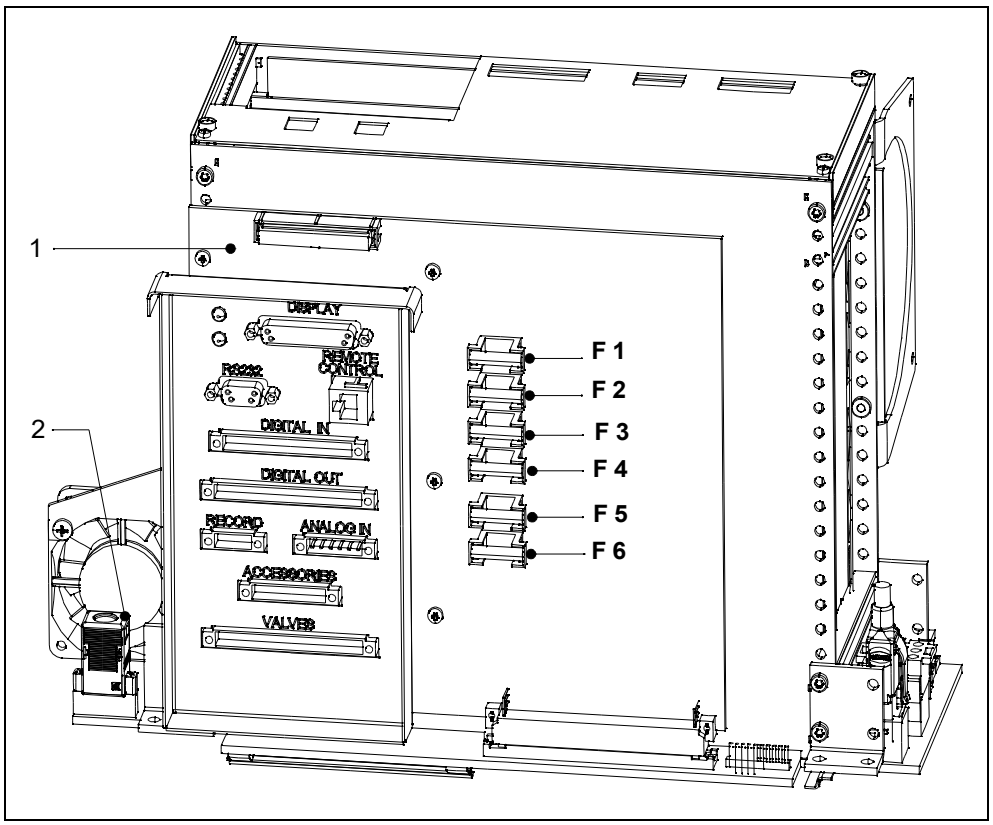

図 7-6 インターフェースボード（SSK）のヒューズ
- カバー取り外し後、インターフェースボードのヒューズにアクセスできます。詳細は図 7-6 を参照してください。